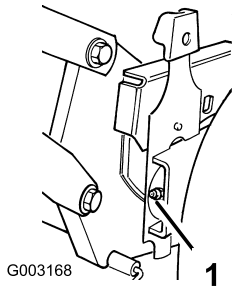

Рисунок 24
2. Протрите масленки чистой ветошью (Рисунок 24).